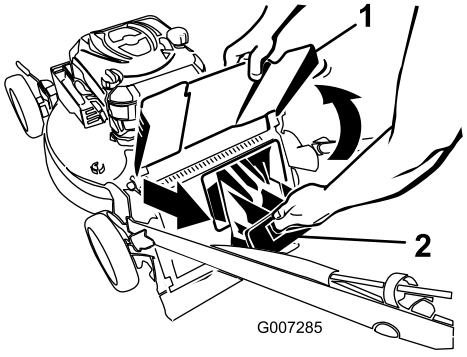

Figuur 20
2. Breng de afvoergeleider omhoog en houd deze omhoog (Figuur 20).
3. trek de afsluiter van het achteruitwerpkanaal eruit (Figuur 20).